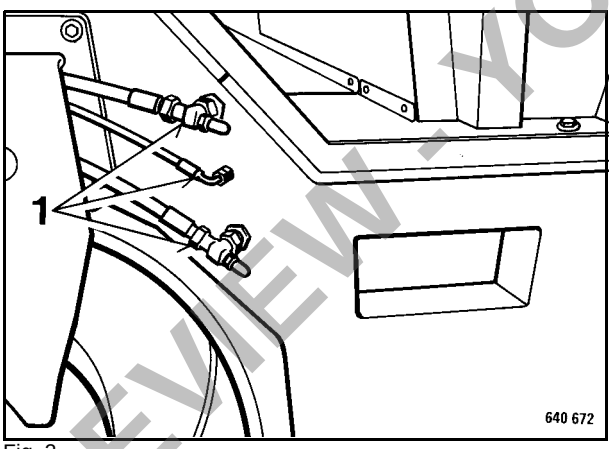

Fig. 2
2. Mark the hydraulic hoses on the vibration side. Unscrew the spigot nuts 1 (Fig. 2) from the lateral connections. Close all connections and hydraulic hoses immediately with plugs.